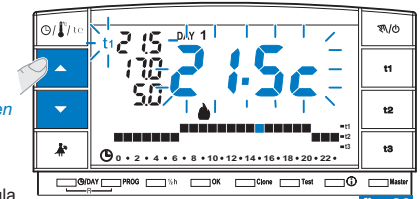

fig. 30
- A través de las teclas ▲▼ configurar el valor de limitación de la temperatura (ejemplo en fig. 30).